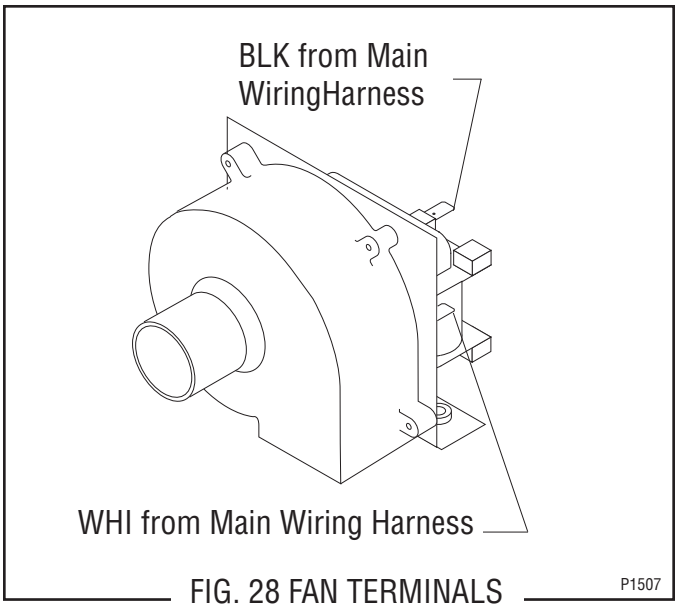

FIG. 28 FAN TERMINALS P1507
4. Refer to Fig. 28 and connect the wires to the new fan.